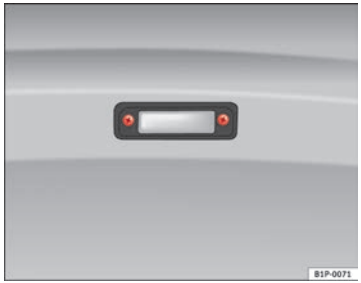

Fig. 200 Number plate light
– Unscrew the screws to remove the bulb ⇒ Fig. 200.